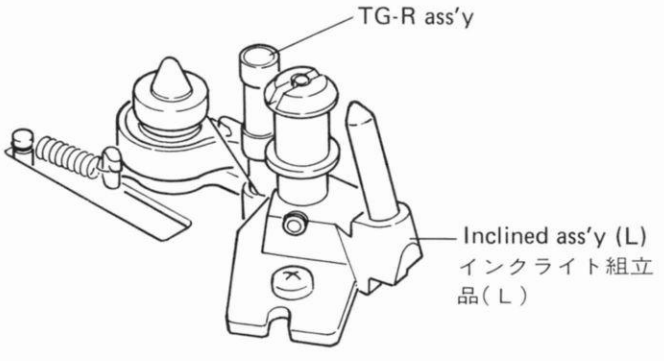

Fig. 2-11
Note 2: When installing inclined ass'y (L), install it so that the TG-R ass'y comes above inclined ass'y (L) as shown in Fig. 2-11.
注2．インクラインド組立品(L) の組込み時，図2-11の様にTG-R Assy がインクラインド組立品(L) の上側にくる様に取り付けること．